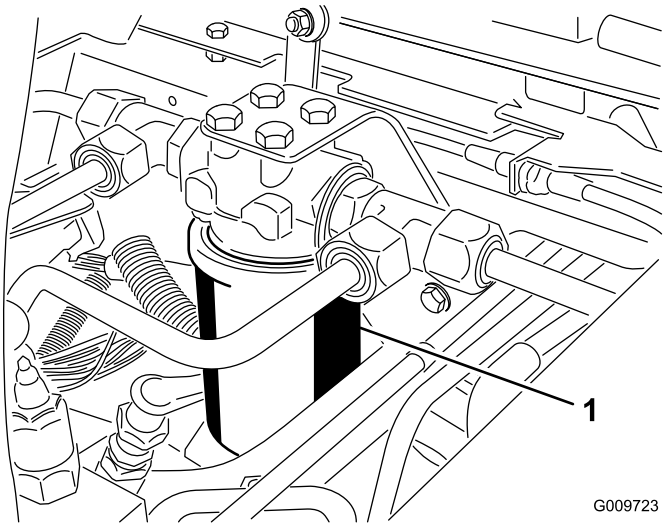
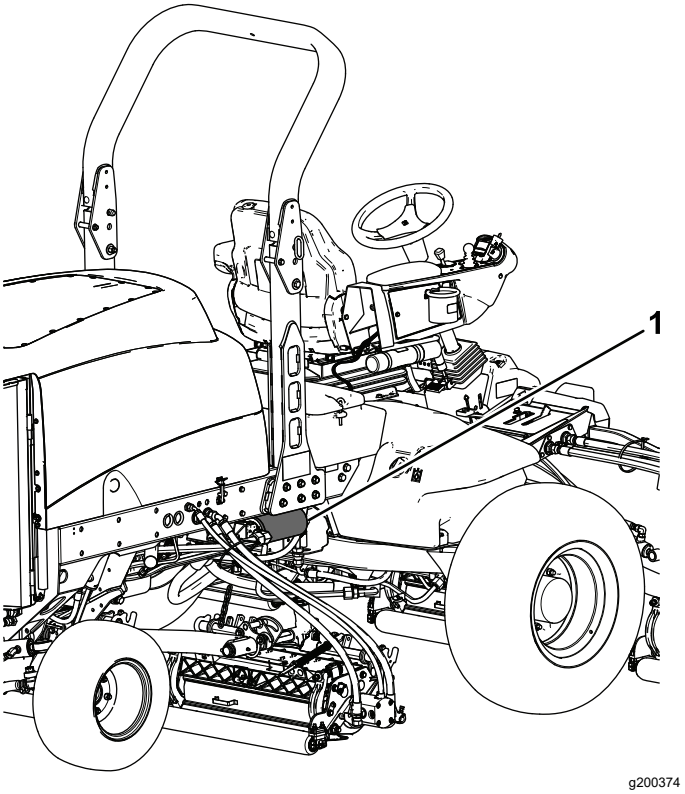

图 120
图 121
3. 在过滤器下面放置一个放油盘并拆下过滤器图 120 和 图 121 。